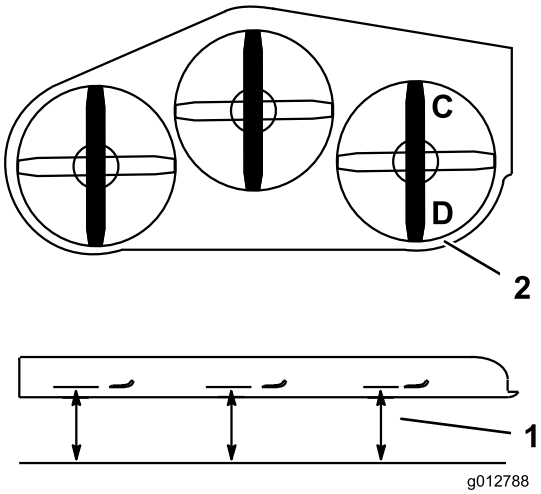

Bild 85
1. Stellen Sie das rechte Schnittmesser in Längsrichtung (Bild 85).
2. Messen Sie das rechte Messer an der Stelle **C** von einer ebenen Oberfläche bis zur Schnittkante der Messerspitze und notieren Sie den Wert (Bild 85).
3. Messen Sie das rechte Messer an der Stelle **D** von einer ebenen Oberfläche bis zur Schnittkante der Messerspitze und notieren Sie den Wert (Bild 85).
4. Das Schnittmesser sollte an Stelle **C** 6 bis 10 mm niedriger sein als an Stelle **D** (Bild 85). Sollte die Einstellung nicht richtig sein, machen Sie mit den folgenden Schritten weiter.